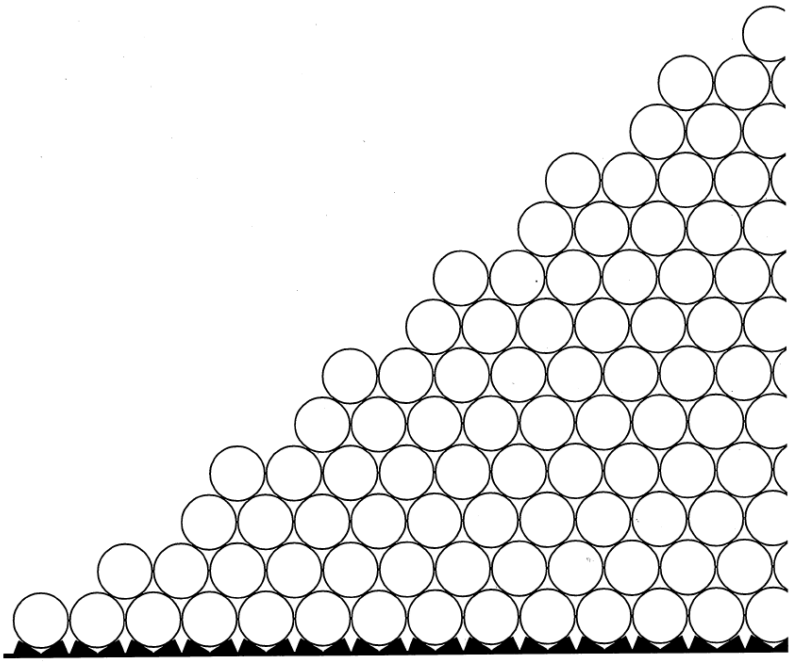

Figure 17. Arrangement of pipes, stacked on Pipe Stop PS50 system
- After building and checking the bottom layer of the pipe stack, continue by positioning the remaining pipes. See Fig. 17 how to arrange the pipe stack. Make sure the vacant pipe positions on the outside of the pipe stack are respected!